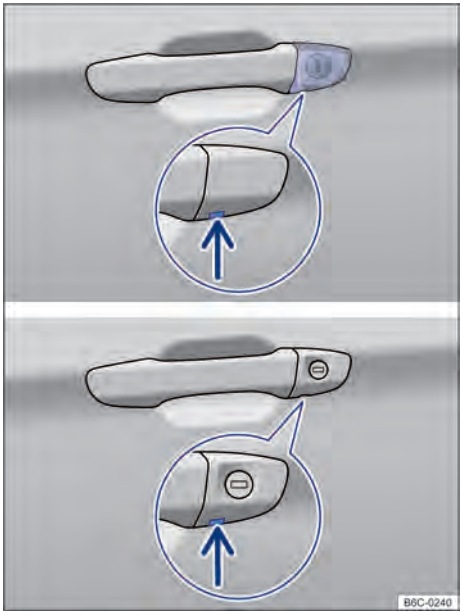

Fig. 57 Maçaneta da porta do condutor: cilindro da fechadura. ▶
– Inserir a haste da chave por baixo na abertura da capa de cobertura → Fig. 57 (seta).